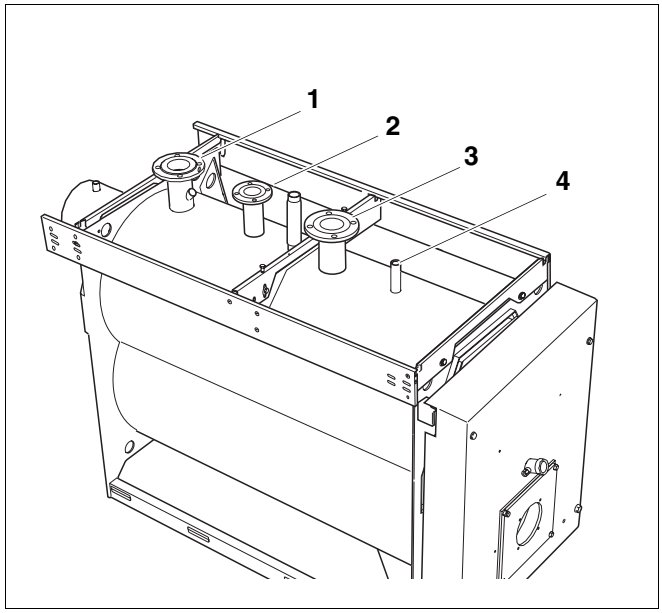

Fig. 21 Caldaia Logano S735
- Collegare la mandata del sistema di riscaldamento all'attacco della mandata della caldaia (fig. 21, **pos. 1**).
dovuti al collegamento di componenti sbagliati alla mandata del tubo di sicurezza (fig. 21, **pos. 2**).
- Non collegare alcun accumulatore-produttore di acqua calda o altri circuiti di riscaldamento alla mandata di sicurezza (fig. 21, **pos. 2**).
- Fissare la valvola di sicurezza con 4 viti all'attacco della mandata di sicurezza (VSL) (fig. 21, **pos. 2**).
- Collegare la barra per le apparecchiature all'attacco corrispondente previsto (fig. 21, **pos. 4**). A tale scopo attenersi alle istruzioni di montaggio separate.